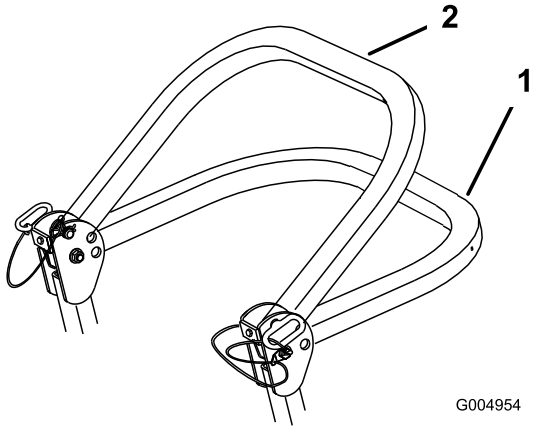

**Figuur 6**
2. Klap de rolbeugel omlaag. De rolbeugel kan in twee posities omlaag worden geklapt. Zie Figuur 6 voor deze posities.